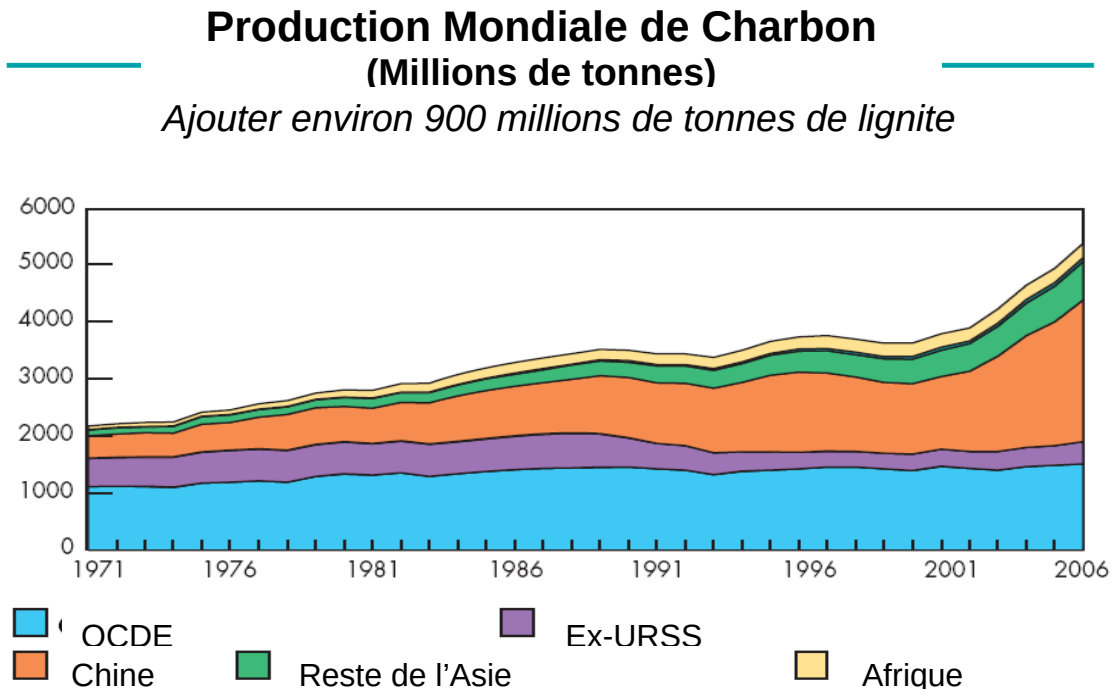

Figure 2 : Le retour en force du Charbon depuis 2000
3. Il faut, en outre, mettre en œuvre massivement la capture et le stockage du CO_2, sans quoi le retour en force du charbon, qui se produit déjà (figure 2), aura des conséquences catastrophiques.